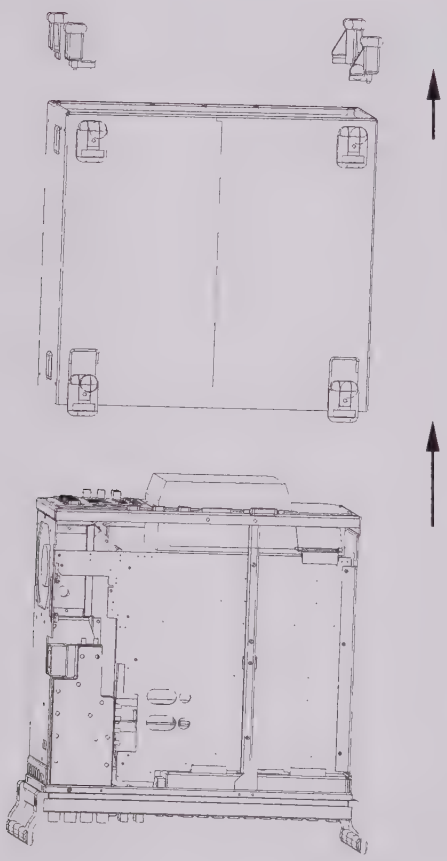

**Fig. 1**
- Place unit on handles at the front, push casing upwards and remove (Fig. 1).